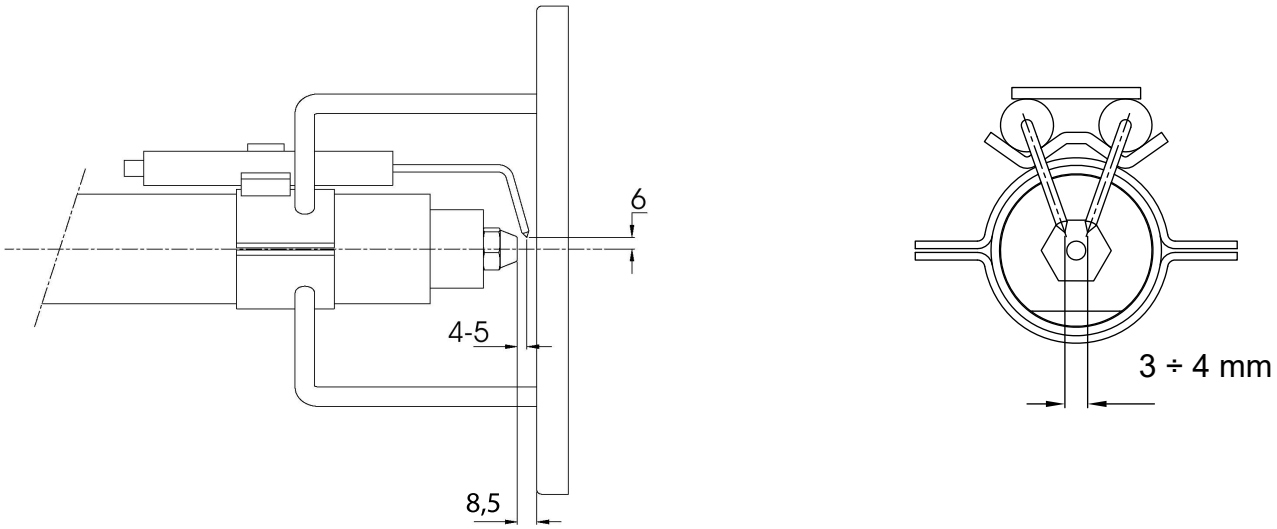

Fig. 17
- smontaggio esame e pulizia testa di combustione (vedere “Estrazione della testa di combustione” a pagina 34), nel successivo rimontaggio rispettare scrupolosamente le misure riportate in Fig. 17;
- esame elettrodi di accensione e relativi isolatori in ceramica, pulizia, eventuale registrazione e, se necessario, sostituzione Fig. 17;
Al fine di garantire una buona accensione è necessario che siano rispettate le misure indicate in Fig. 17.
5 estrarre gli elettrodi e sostituirli facendo riferimento alle quote riportate in Fig. 17.